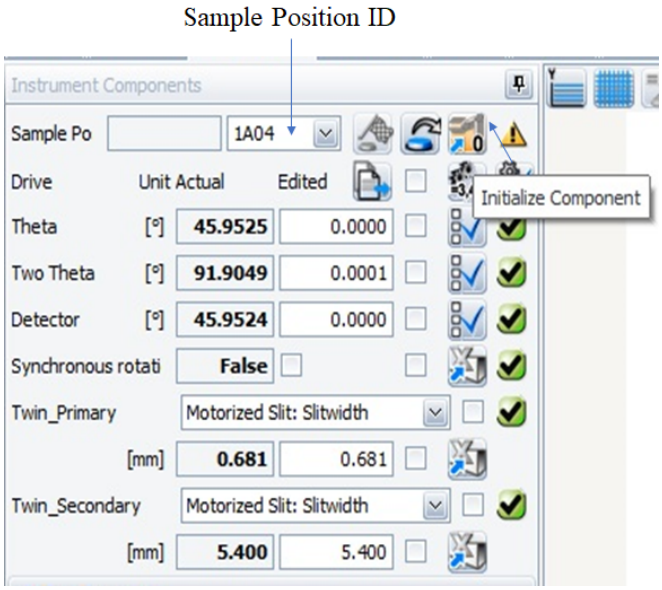

Figure 7. Initialize Sample Drives Icon
1. Insert the prepared sample into the desired sample analysis location on the instrument. The sample may need to be initialized. If a yellow exclamation mark appears, initialize the drive by selecting the “Initialize Component” icon, as shown in Figure 7.